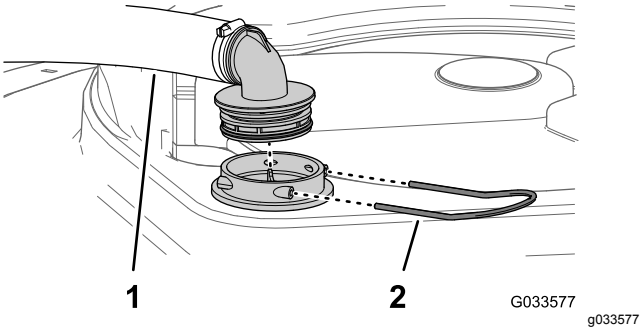

**Figuur 13**
2. Verwijder bovenaan de spuittank de borgclip waarmee de slangfitting bevestigd is aan de grote slang van de behuizing van de zuigkorf (Figuur 13).
3. Verwijder de slang en de slangfitting van de behuizing van de zuigkorf (Figuur 13).